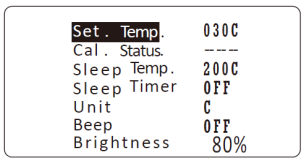

图.5
3.1当Cal. Starus显示”---“(见图5)，表示焊台温度未被校准过，出厂时通过物理方法（校温电位器）达到最佳状态。